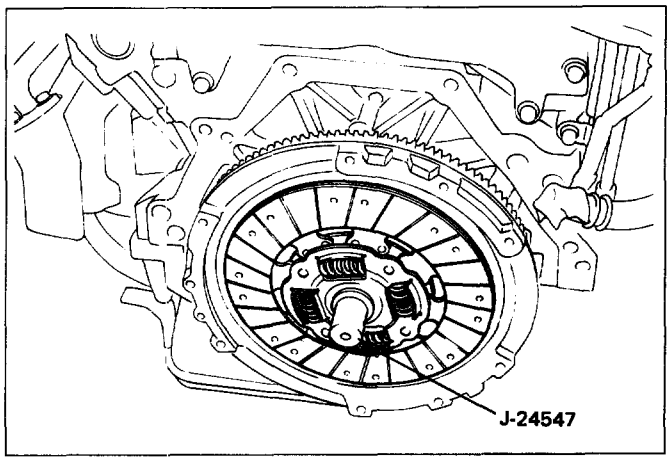

Fig. 7C-30
- Tighten the bolts holding the pressure plate assembly in the order shown in Fig. 7C-31.